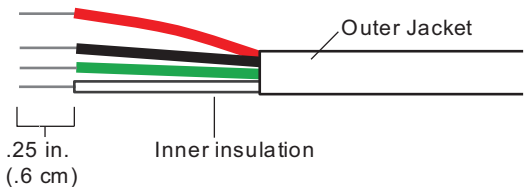

Fig. 5 — Installing ZS Sensor Cables
2. Partially cut, then bend and pull off the outer jacket of the Rnet cable(s). Do not nick the inner insulation. Strip about .0.25 in. (0.6 cm) of the inner insulation from each wire. See Fig. 5.